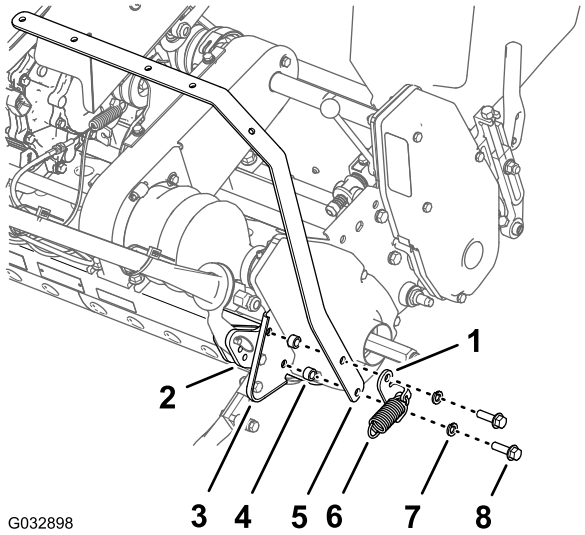

Figur 5
7. Monter fjærankerbraketten, den høyre lysstangbøylen, de to avstandsstykkene og den høyre sideplaten til den ytre platen på den bakre rammen (Figur 5) med de to flenshodeboltene (3/8 x 1-1/4 tommer) og de to låseskivene (3/8 tomme) som du fjernet i trinn 6.